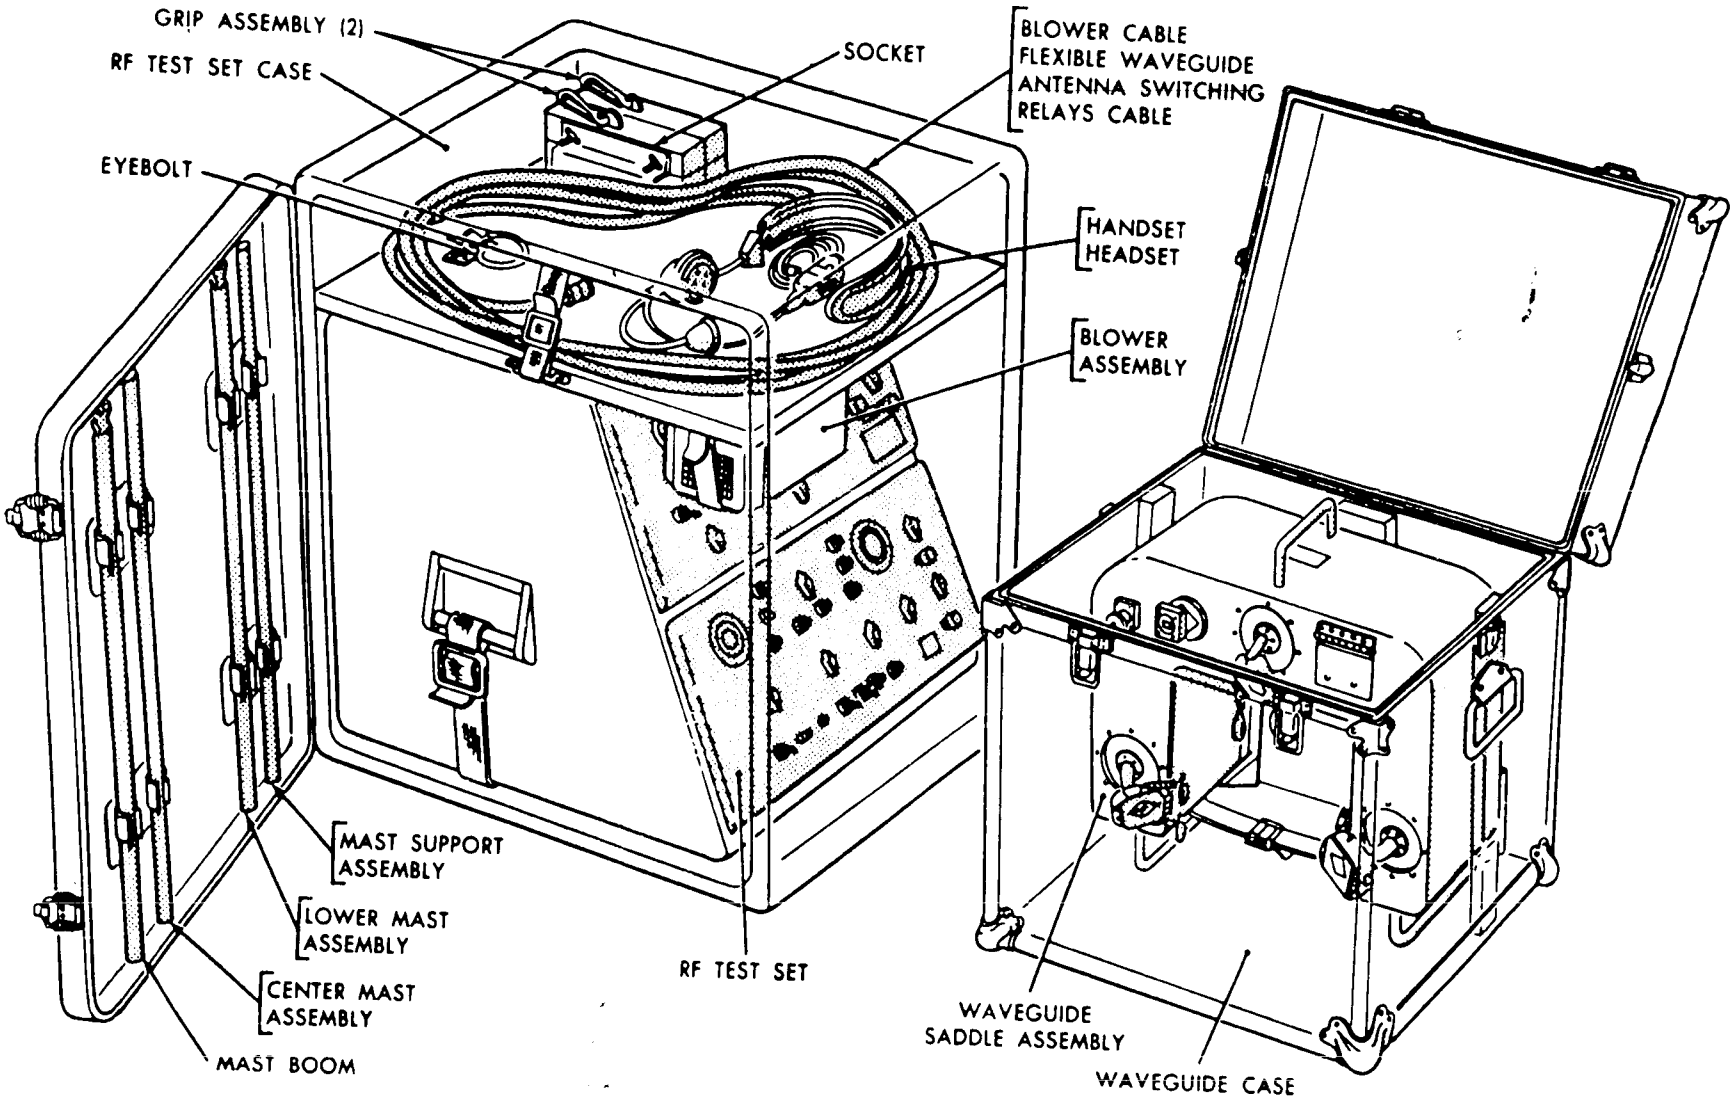

*Figure 89. Complete test set XM22.*
*a. Complete Test Set XM22* (fig. 89). The complete test set XM22 consists of the missile rf test set, the missile electrical test set, the antenna waveguide assembly, the stagnation pressure pump, and the associated cables. When used in the assembly area it is mounted on top of the hydraulic test stand.
*a. Complete Test Set* (fig. 89). The missile electrical test set used in the complete test set is housed in a waterproof sheet-metal case with a sloping front panel. It consists of a cooling fan, the test control unit, the test power control unit, and the necessary cables, meters, and switches for proper operation. A case is provided for protection during transit and periods of nonoperation. The test set is designed to set on the top of the hydraulic test stand when used to check out a completed missile. The test control unit and the test power control unit are removable drawer-type units. The cable connections, made through the rear of the cabinet, are such that either or both drawers can be pulled out without disconnecting the cables. The test control unit is the upper drawer and the test power control unit is the lower drawer. The test control unit contains the meters, indicators, and switches used in testing the missile. The test power control unit supplies external power to the missile and has operational control over all the circuits passing through the missile ground-power plug receptacle. The cables from the electrical test set to the missile are supported by a swinging boom on the left-hand side of the hydraulic test stand. The set is used to test the electrical circuits and functioning of the missile. An auxiliary blower is provided to cool the missile guidance package during missile test.